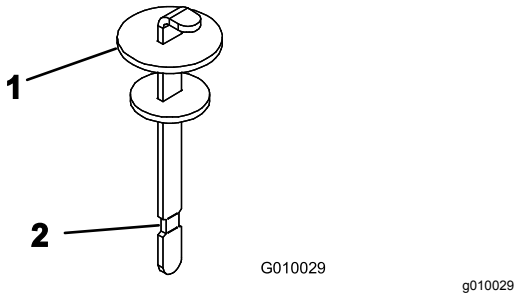

Figur 62
4. Fjern målepinden fra påfyldningsstudsen, og tør den af med en ren klud. Indfør oliemålepinden i påfyldningshalsen, tag den op igen, og kontroller væskestanden. Væskestanden skal nå op til mærket på målepinden (Figur 62).